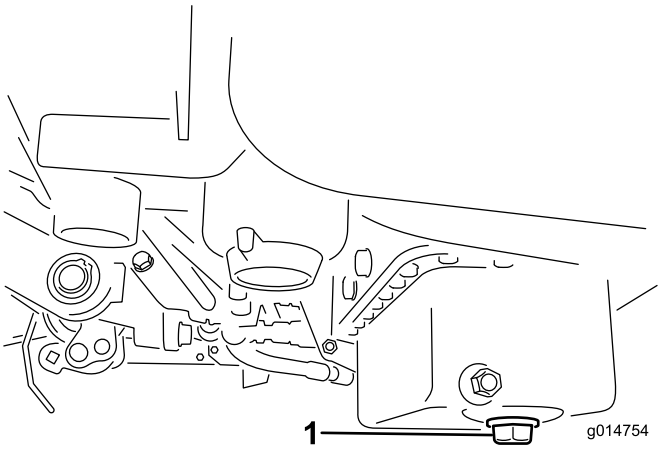

Figuur 45
1. Verwijder de aftapplug en laat de olie in een opvangbak lopen. Als er geen olie meer naar buiten stroomt, plaatst u de aftapplug terug (Figuur 45).